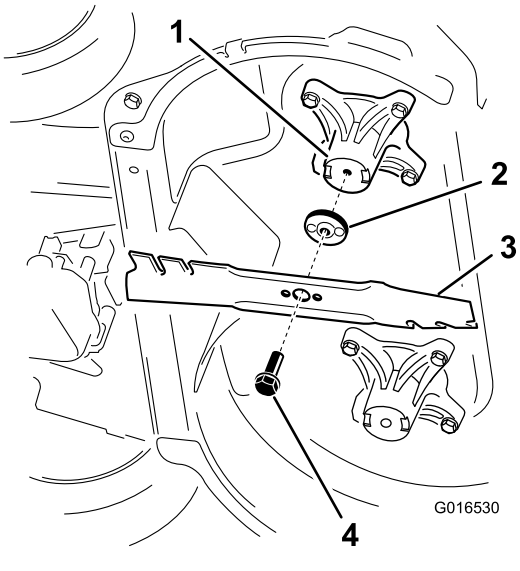

Figura 30
2. Retire cada cuchilla, según se muestra en Figura 30.
1. Instale la primera cuchilla en posición horizontal, junto con todos los herrajes de montaje, según se muestra en Figura 30.